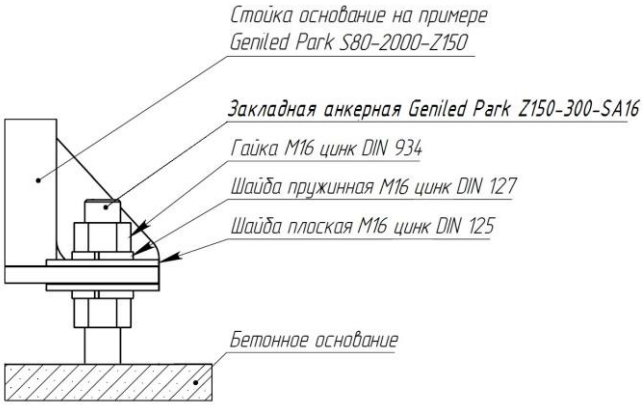

Рисунок 3. Узел крепления стойки на анкерную закладную
4.1. Закладные анкерные необходимо устанавливать на стилобат и заливать их бетоном. Крепление к ним осуществляется 4 комплектами крепежных элементов размера **М16:** 2 гайки, 2 шайбы, 2 гровера (см. рис.3).